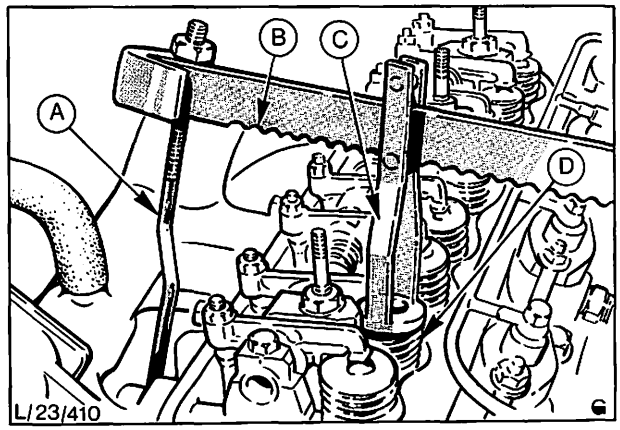

Abb. 33 Zusammendrücken der Ventilfeder des vorderen Auslaßventils
b) Ventilfeder des vorderen Auslaßventils mit Ventilfederspanner (21-024), den passenden Einsatz (21-024-04) und Haken (21-024-03) zusammendrücken, Stößelstange von Kipphebel lösen und Kipphebel um 90° drehen (siehe Abb. 33 und 34).